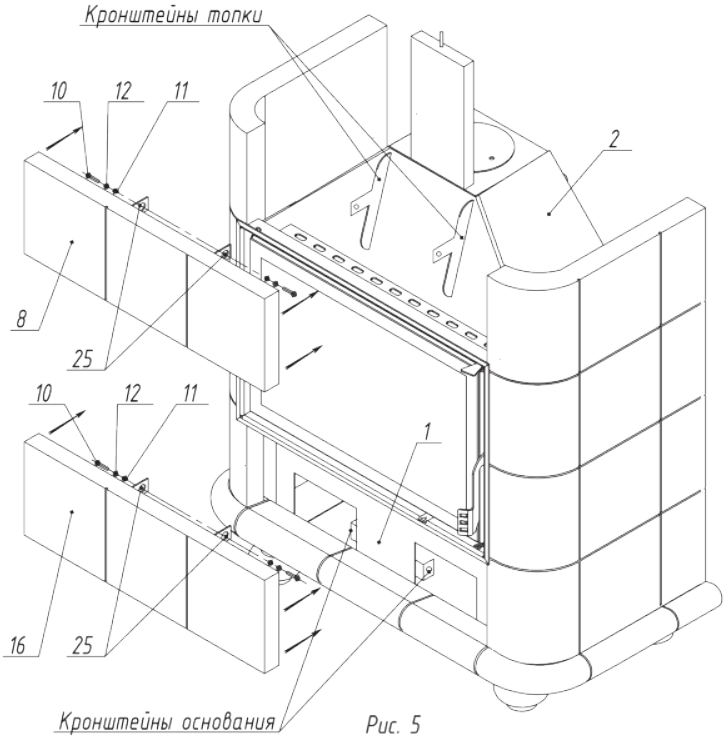

Рис. 5
6. Декоративная крышка 15 и заглушка крышки 17 устанавливаются на верхнюю панель 6 (Рис. 5)
7. Нижняя вставка 16 крепится кронштейнами 25 к кронштейнам основания 1 винтами 10, гайками 11, шайбами 12 (Рис. 5)